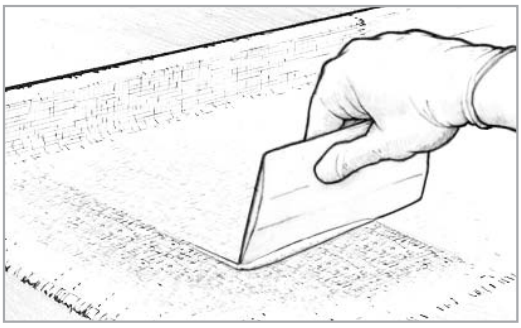

Figure 8-18 *Squeegee away excess epoxy before the first batch begins to gel.*
7. Squeegee away excess epoxy before the first batch begins to gel *(Figure 8-18)*. Drag the spreader over the fabric, using even-pressured, overlapping strokes. Use enough pressure to remove excess epoxy that would allow the cloth to float off the surface, but not enough pressure to create dry spots. Excess epoxy appears as a shiny area, while a properly wet-out surface appears evenly transparent, with a smooth, cloth texture. Later coats of epoxy will fill the weave of the cloth.